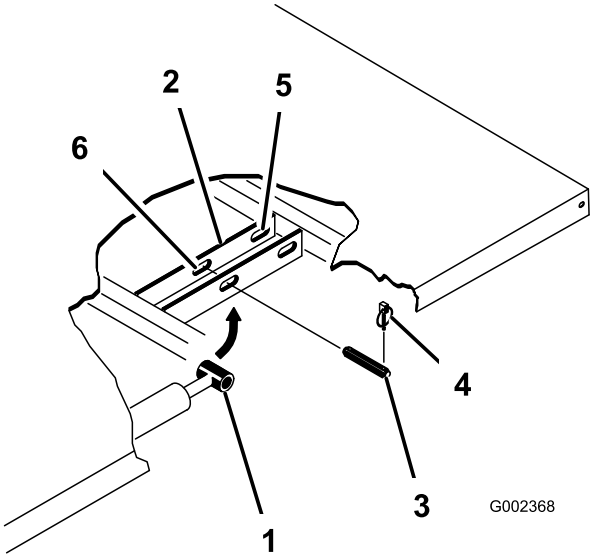

Rysunek 32
3. Wyjmij zawleczki z zewnętrznych końców sworzni z łbem płaskim tłoka siłownika (Rysunek 32).
4. Usuń sworznie z łbem płaskim mocujące końce tłoka siłownika do płyt montażowych platformy, wciskając sworznie do wewnątrz (Rysunek 32).
5. Wyjmij zawleczki i sworznie z łbem płaskim mocujące wsporniki osi obrotu do kanałów ramy (Rysunek 32).